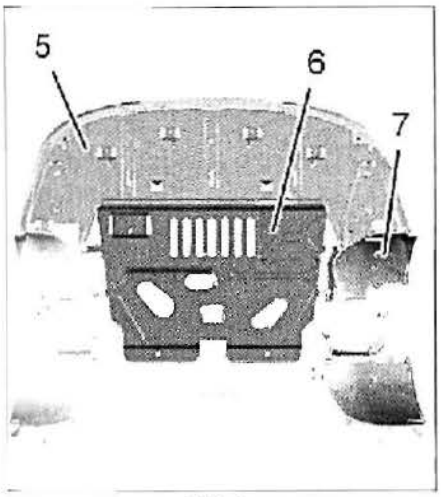

FIG. 2
• Desmontar **(fig. 2):**
- la protección debajo del motor (6)
- el deflector debajo del motor (5)